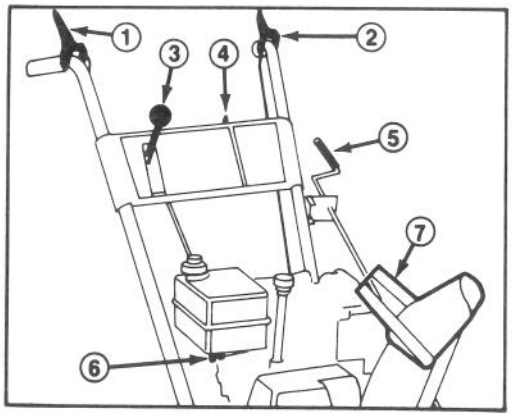

Abbildung 13
Räumwerkkupplungshebel (Abb. 13) — Dieser Hebel hat zwei Stellungen: EIN und AUS. Zum Einschalten des Räumwerks und Gebläses den Hebel zum linken Griffholm drükken. Um den Antrieb zu stoppen, den Hebel loslassen.
Antriebshebel (Abb. 13) — Zur Betätigung des Antriebs, den Hebel zum linken Griffholm drücken. Um den Antrieb zu stoppen, den Hebel loslassen.
Geschwindigkeitsschalter (Abb. 13) — Dieser Schalter hat vier Stellungen: Rückwärts, 1, 2 und 3. Zum Einlegen der Gänge den Hebel in die gewünschte Stellung bringen. Der Hebel sperrt sich in jeder Gangstellung in die entsprechende Kerbe. Die Stellungen 1, 2 und 3 entsprechend der Schneeverhältnisse verwenden.
Zündschloß (Abb. 13) — Das Zündschloß hat zwei Stellungen: EIN und AUS. Den Zündschlüssel EIN drehen, ehe der Motor mit dem Rücklaufstarter angeworfen wird. Zum Abstellen des Motors den Schlüssel auf AUS drehen.
Benzinhahn (Abb. 13) — Der Benzinhahn befindet sich unten am Kraftstofftank. Den Benzinhahn schließen, um den Kraftstoffluß vom Kraftstofftank zu stoppen. Den Hahn öffnen, damit das Benzin in den Vergaser fließen kann. Den Benzinhahn schließen, wenn die Fräse nicht im Betrieb ist.
Auswurfschwenkkurbel (Abb. 13) — Wird die Kurbel nach rechts gedreht, schwenkt der Auswurf nach links; wird die Kurbel nach links gedreht, so schwenkt der Auswurf nach rechts.
Griff am Ablenkblech (Abb. 13) — Der Ablenkblech-Griff sitzt oben am Auswurf und bestimmt die Schneeauswurfhöhe.
3. Den Benzinhahn unten am Kraftstofftank öffnen (Abb. 13).
5. Den Zündschlüssel auf EIN drehen (Abb. 13).
1. Räumwerkkupplungshebel und Antriebshebel lösen (Abb. 13)